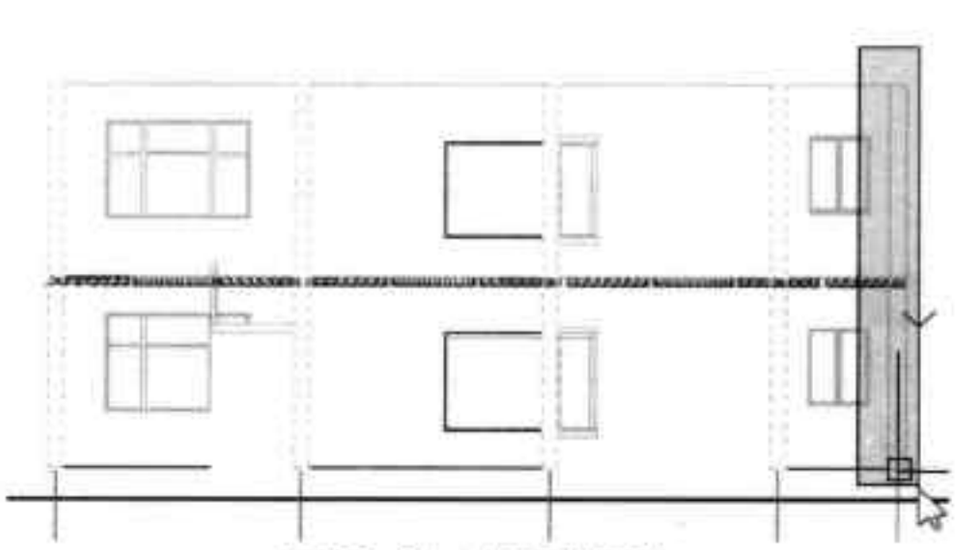

图18-64 选择剖面线
Step 03 执行“剖面 > 剖面填充”命令，根据命令行提示，在绘图区域中，选择剖面线，如图 18-64 所示。